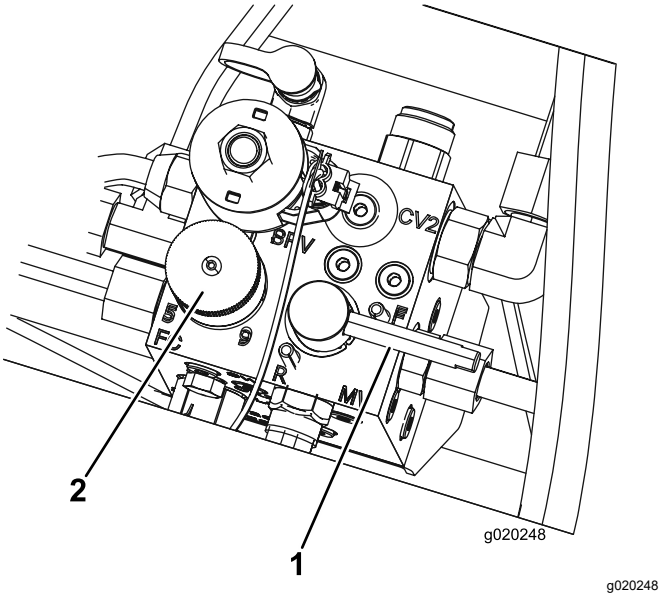

Figur 81
5. Ställ in cylinderns hastighetsreglage till läge 1 (Figur 81).
6. Flytta slipningsspaken till läge R (slipning) (Figur 81).